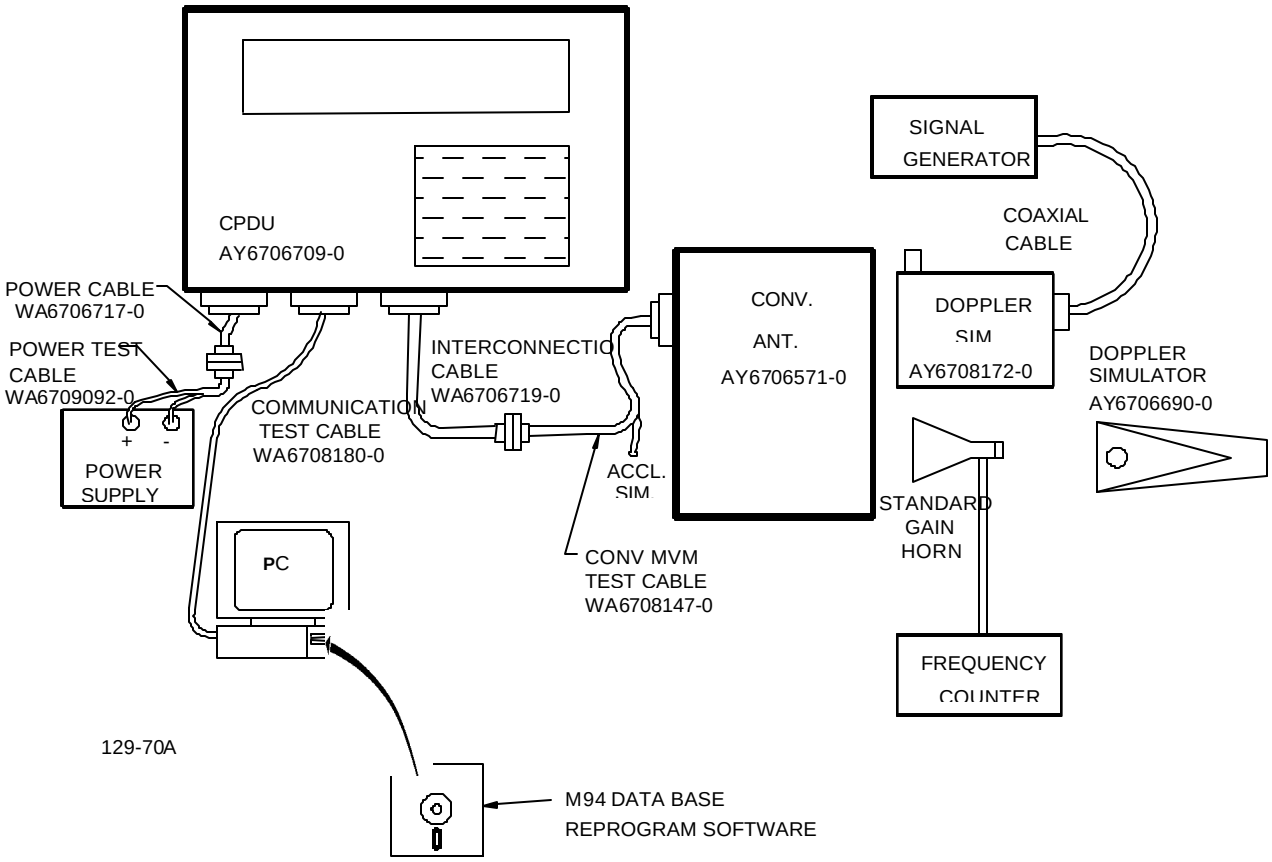
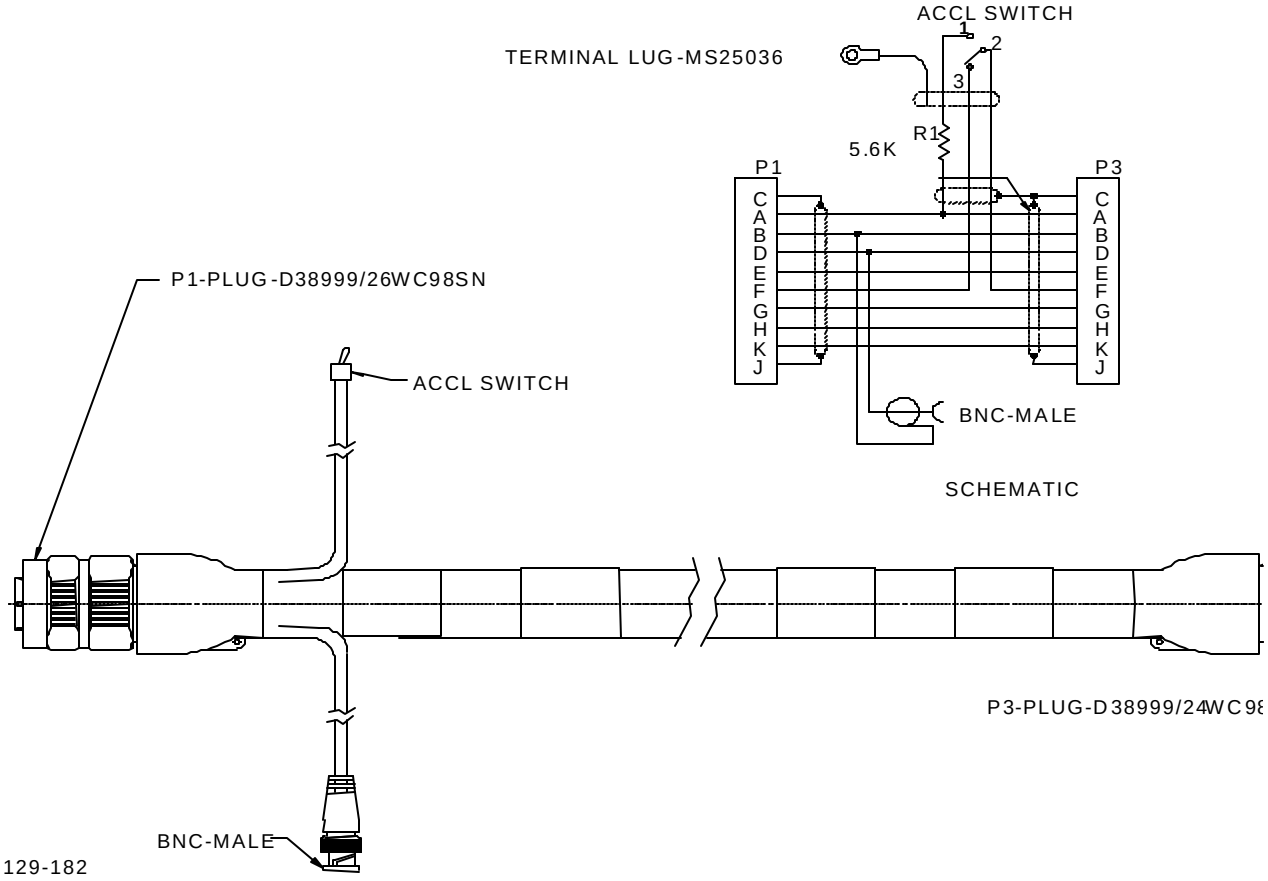

Figure D-1. M94 MVS Test Setup
Figure D-2. M94 MVS Test Cable
The test is conducted on an assembled UUT. The test setup is as shown in Figure D-1. Figures D-2. through D-5. are detailed illustrations of the special testers and test cables.
e. Connect the UUT to the test setup IAW Figure D-1.
The test setup provided in Figure D-1. shows the equipment used and cable hookup for the first procedural step. Refer to Figures D-2. through D-6. for schematics of the special testers and test cables.